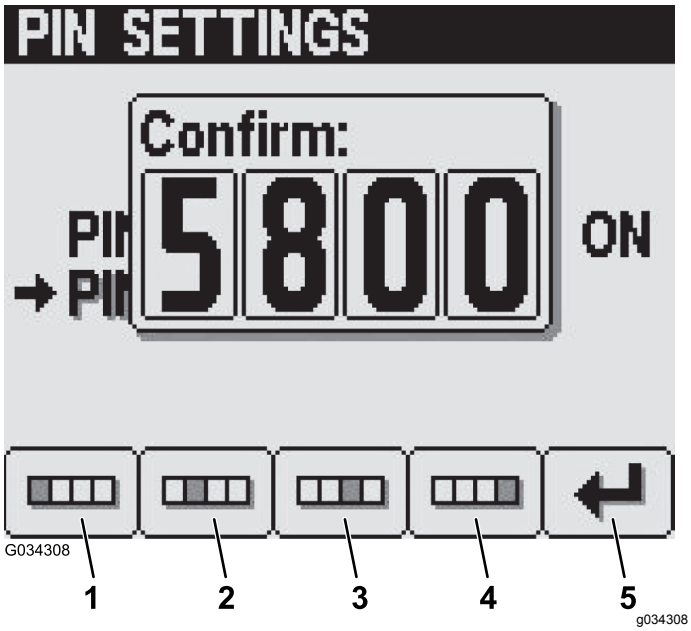

Рисунок 37
6. На экране Confirm (Подтвердить) введите свой новый ПИН-код из 4 цифр при помощи кнопок с 1 по 4 и затем нажмите кнопку 5, чтобы ввести ПИН-код в память инфо-центра (Рисунок 37).